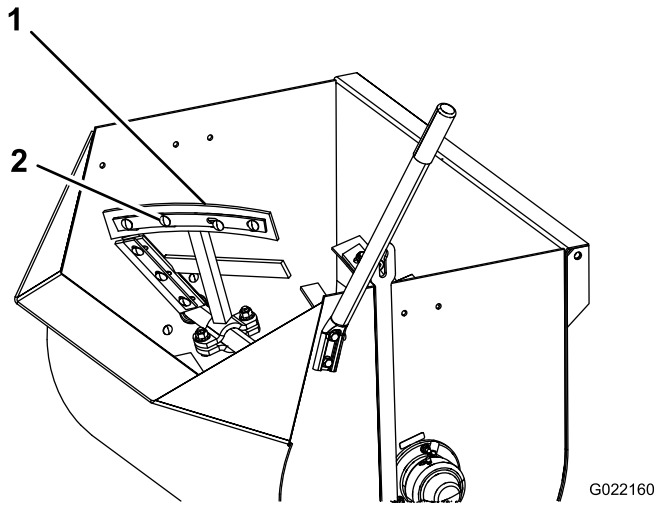
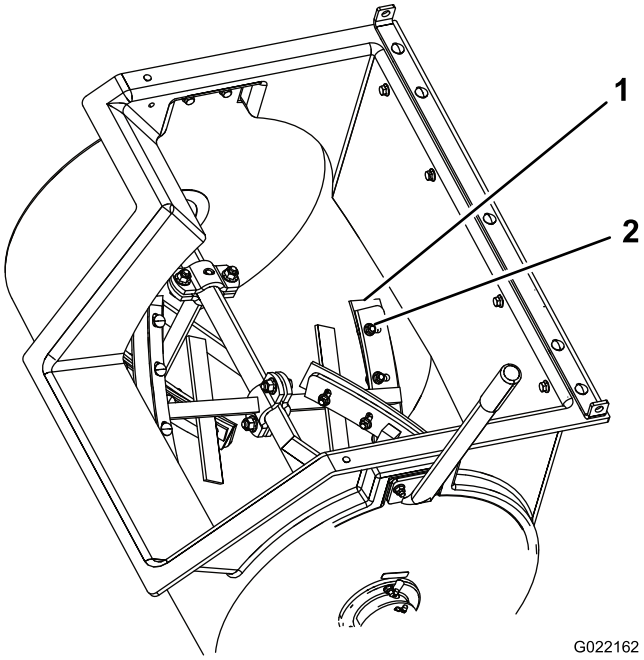
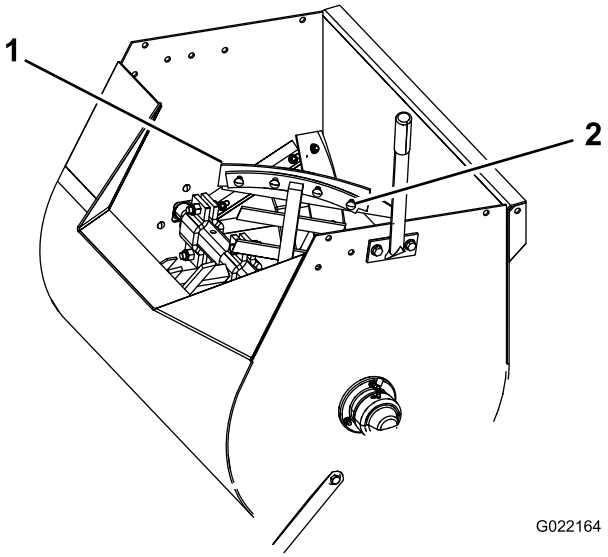

Figure 44
Figure 45
Figure 46
4. Loosen the nuts and bolts that secure the paddle blades to the paddles (Figure 44, Figure 45, or Figure 46).